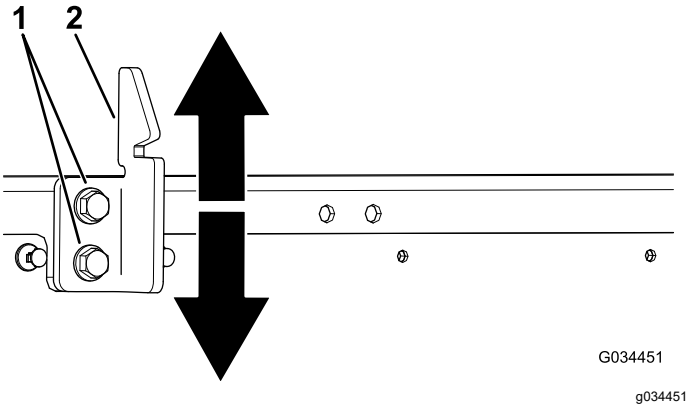

Figur 56
3. Lossa de två skruvarna på låsspärren och flytta den upp eller ned efter behov (Figur 56).
4. Dra åt de två skruvarna på låsspärren (Figur 56).